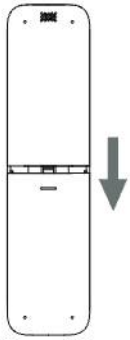

Figure 2.2
1) Slide to move the battery cover at the back of the remote controller in the direction indicated by the arrow (Figure 2.2);